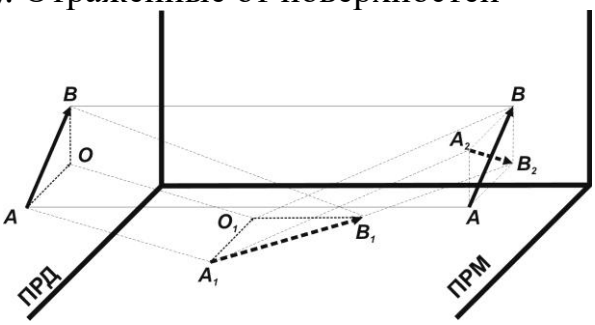

Рис. 6.2
6.1.1.2 Принцип работы извещателя с наклонной ориентацией вектора поляризации запатентован («Радиоволновой способ обнаружения объектов», Патент РФ №2348980). Плоскополяризованное электромагнитное поле (ЧЗ) формируется между БПРД и БПРМ в виде вытянутого эллипсоида вращения, причем вектор поляризации АВ формируется под углом ≈ 45° по отношению к прилегающим поверхностям (земле, заграждению и др., см. рис. 6.2). Отраженные от поверхностей волны (вектор А2В2) попадают на приемную антенну **ПРМ** под углом ≈ 90° по отношению к ее собственному вектору поляризации **АВ**. В результате вклад отраженного сигнала в суммарный сигнал на выходе приемной антенны **ПРМ** ничтожно мал.